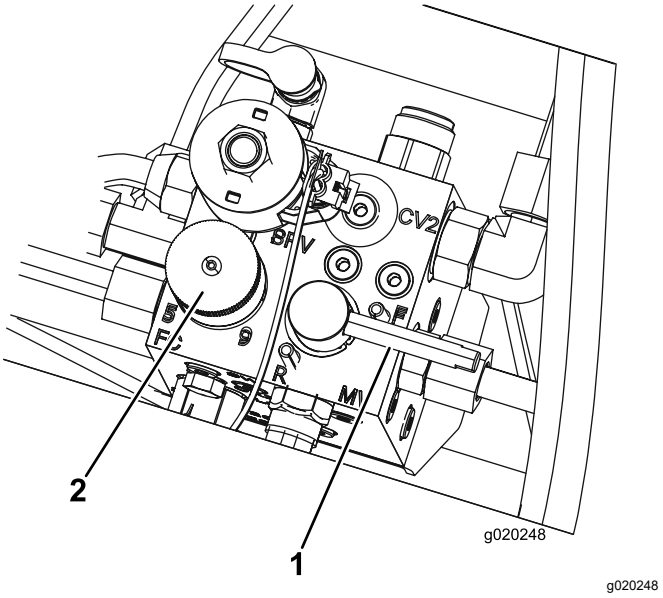

**Figur 81**
5. Ställ in cylinderns hastighetsreglage till läge 1 (Figur 81).
6. Flytta slipningsspaken till läge R (slipning) (Figur 81).